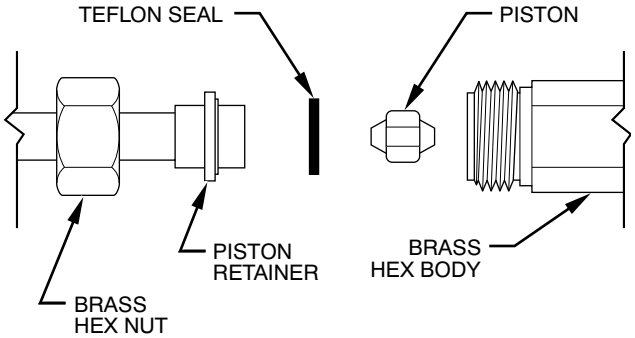

**Fig. 26 – Refrigerant Flow-Control Device (For FB and FMA4P)**
2. Recover remaining refrigerant from tubing and coil through gage port on vapor-tube service valve. Disconnect refrigerant (liquid) tube from piston body (Fig. 26).